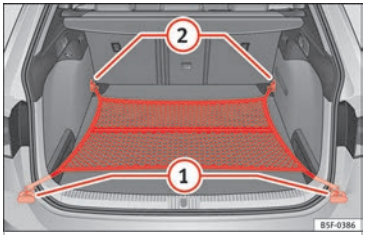

Fig. 176 En el maletero: bolsa de red enganchada a ras del piso (modelo LEON ST).
- Dado el caso, levante las argollas de amarre delanteras ››› **fig. 176** (2).
- Fije los ganchos de la red en las argollas de amarre (2) ››› ⚠. La cremallera de la bolsa tiene que quedar hacia arriba.
- Fije los ganchos de la red en las argollas de amarre (1). »